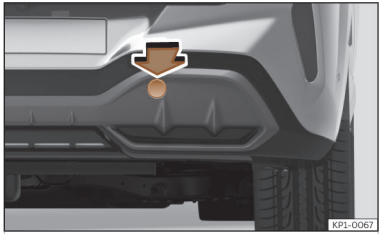

Abb. 213 Auf der rechten Seite des hinteren Stoßfängers: Abdeckung entfernen.
Die Abschleppöse wird in die hinter einer Abdeckung auf der rechten Seite des hinteren Stoßfängers befindliche Aufnahme eingeschraubt ››› **(Abb. 213)**.
- Drücken Sie auf den oberen Bereich der Abdeckung ››› (Abb. 213) und klinken Sie diese aus.